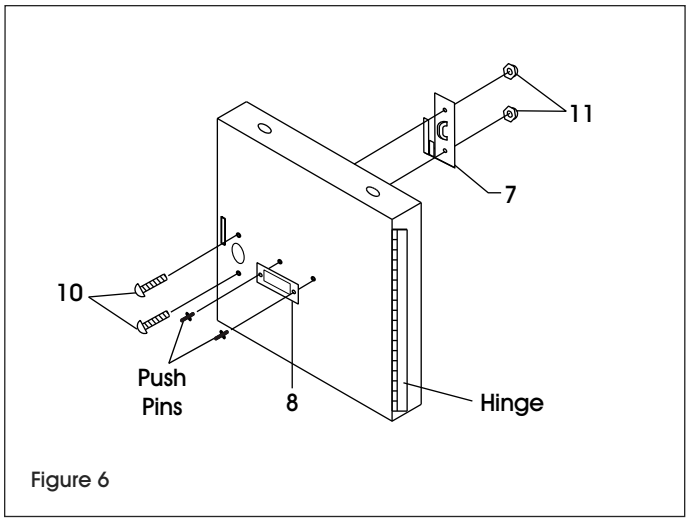

Figure 6
7. Attach box door latch pull (7) to each door using two bolts (10) and two high-dome cap nuts (11) per door. (See Figure 6)
8. Attach number plates (8) using push pins (See Figure 6)